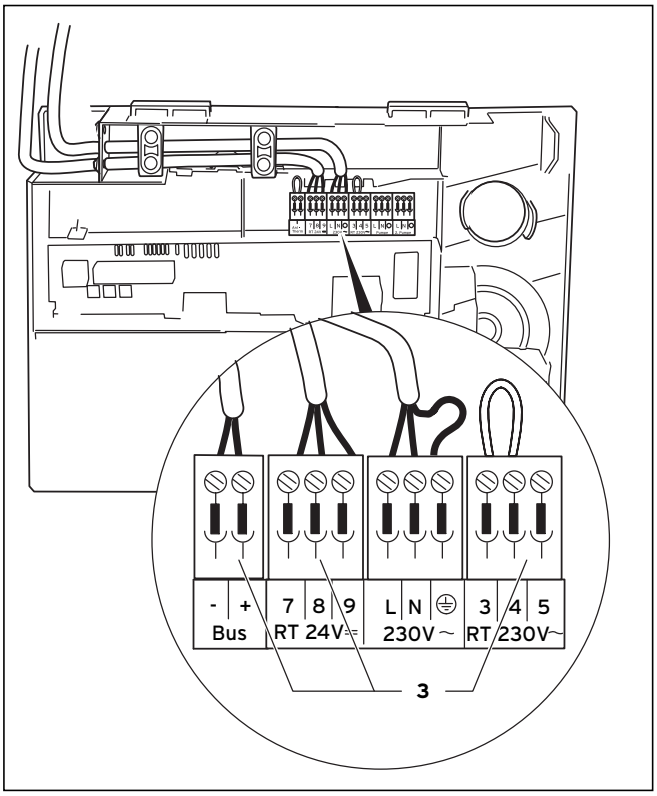

Abb. 5.8 Anschluss einer witterungsgeführten Regelung
- Verlegen Sie die erforderlichen Leitungen zur Anschlussebene im Schaltkasten wie in Abbildung 5.8 gezeigt.
- Schließen Sie die Anschlusskabel entsprechend Abbildung 5.8 an die entsprechenden ProE Stecker bzw. Steckplätze der Elektronik (**3**) an.